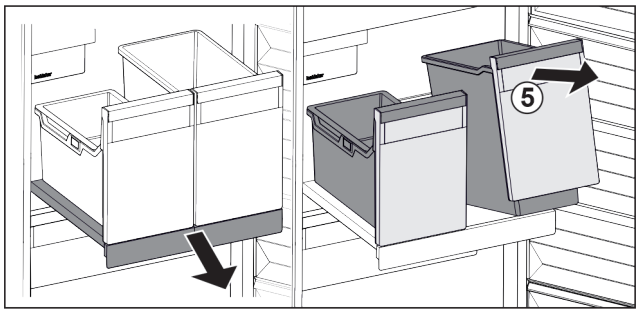

Fig. 118
▶ Behälter *Fig. 118 (5)* vorne anheben.